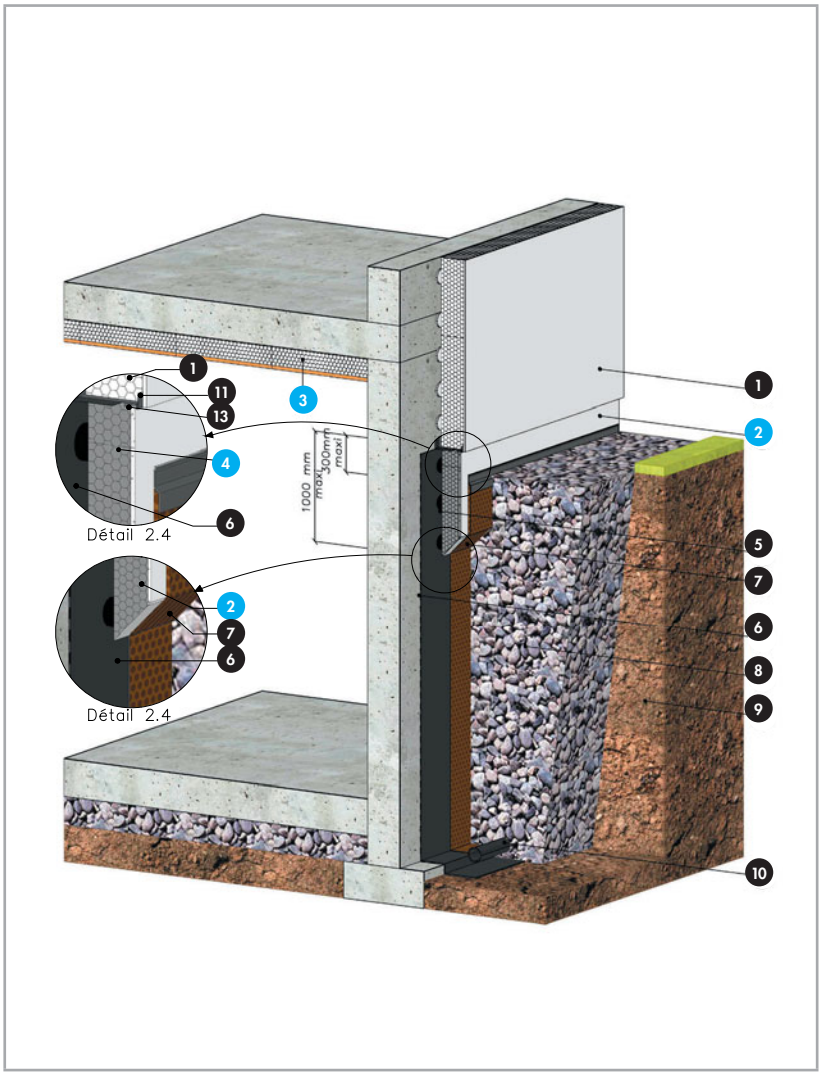

Figure 2
3. Exemple de mur enterré isolé sur fondation de Catégorie 2 avec ETICS et Knauf Périboard ULTRA 30 SE (fig. 2)